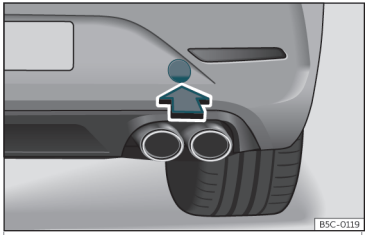

Fig. 45 Sul lato destro del paraurti posteriore: estrarre il coperchio.
L'alloggiamento dell'occhiello di traino avvitabile è situato sul lato destro del paraurti posteriore, dietro a un coperchio››› **fig. 45**.
- Per sbloccarlo, premere sull'area inferiore del coperchietto››› fig. 45.